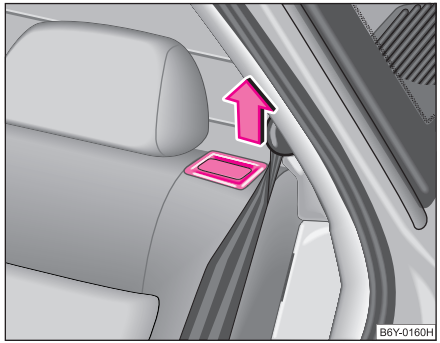

Fig. 52 Deblocarea spătarelor scaunelor din spate
– Trageți butonul din spatele spătarului şi rabatați spătarul în față ⇒ fig. 52.